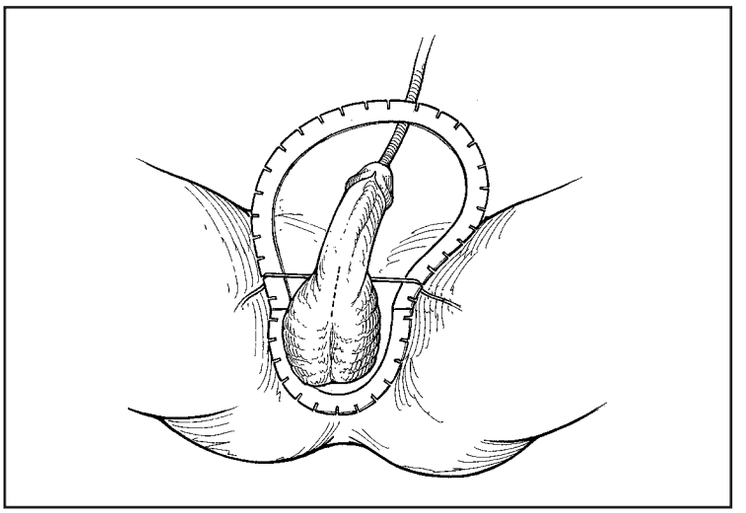

Figure 12. Penoscrotal: Identify incision site
- If using the SKW Deep Scrotal Retraction System, place the retractor on the patient with the large ring toward the patient's head (cephalad) and the smaller ring towards the patient's feet (caudal) (Figure 12).
- Make a high scrotal incision and move the incision onto the penis. While holding the incision on the penis, place hooks at 1, 5, 7, 11, 3, and 9 o'clock (Figure 12).